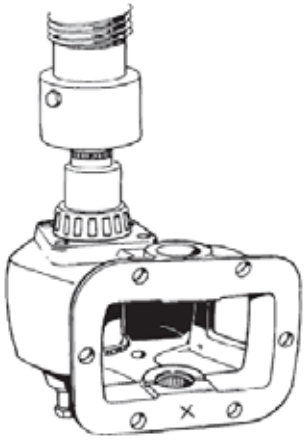

Figure 5 Installing Drive Shaft Bearing
k. Press the bearing onto the shaft (Figure 5) until it butts firmly against the shoulder.